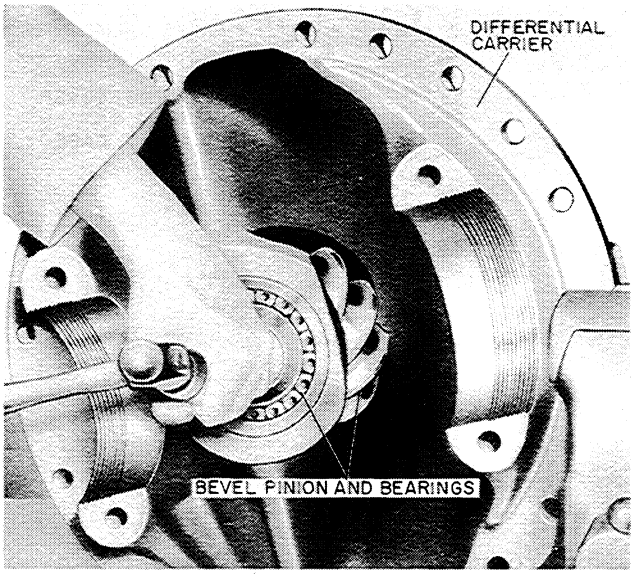

Figure T-42
5. Lightly tap the bevel pinion and bearings out of the differential carrier, Figure T-42. Note: Tap on end of pinion shaft - NOT ON BEARING.